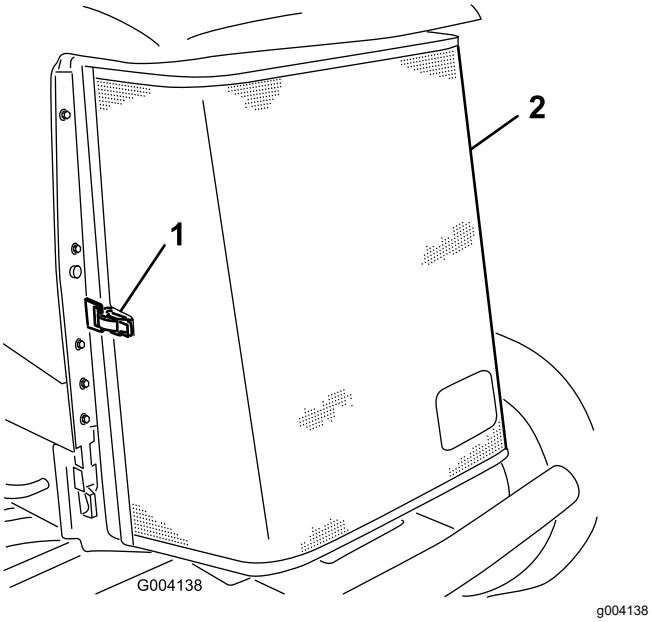

Figura 136
3. Desfacei clema i deschidei prin pivotare ecranul spate (Figura 136).